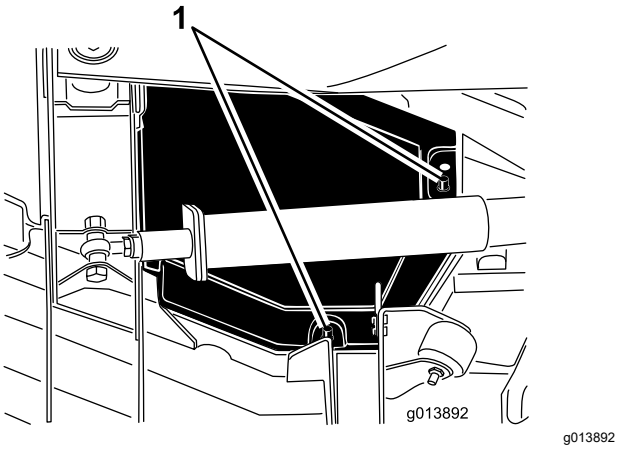

Figura 77
4. Separe los bordes trasero e interior de la cubierta de las clavijas de montaje (Figura 77).